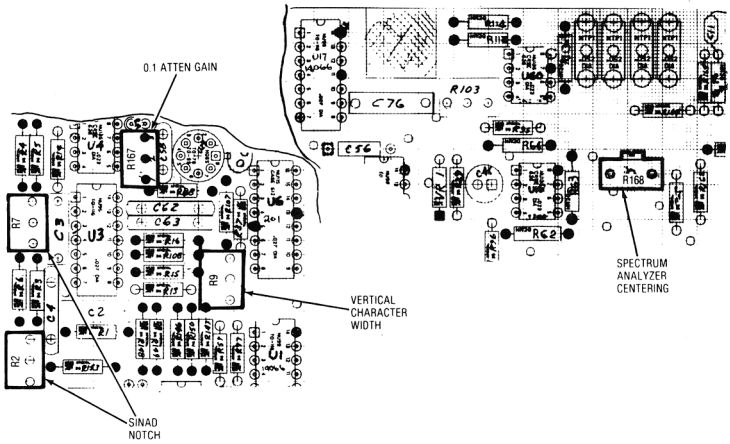

Figure 5-20. Scope/DVM Control Char Sweep and Sinad Alignment Points
4. Adjust the Horizontal Character Sweep Width Potentiometer on the Scope/DVM Control Board (Figure 5-20) so that the right-hand edge of the CRT character display is approximately 4.2 graticule divisions to the right of the graticule center line.